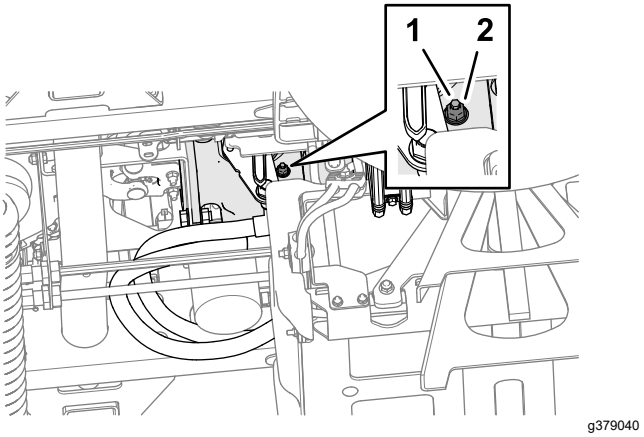

**Figuur 105**
3. Draai vanaf de onderkant van de machine en aan de rechterkant van de tractiepomp de borgmoer los waarmee de schroef voor het instellen van de terugkeer naar de neutraalstand is bevestigd (Figuur 105).